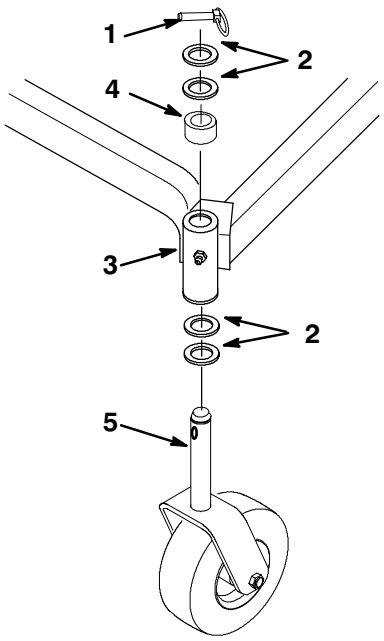

Figure 34
2. Remove the locking pin and thrust washer(s) from the top of the castor wheel fork (Fig. 34).
3. Pull the castor wheel fork out of the mounting tube, leaving the thrust washer(s) and spacer on the bottom of the fork. Remember the location of the thrust washers and spacer on each fork to ensure correct installation, and to maintain a level deck (Fig. 34).
6. Inspect the castor wheel fork for wear and replace if necessary (Fig. 34).
7. Slide the castor wheel fork through the bushings in the mounting tube. Replace the thrust washer(s) onto the fork and secure with the locking pin (Fig 34).